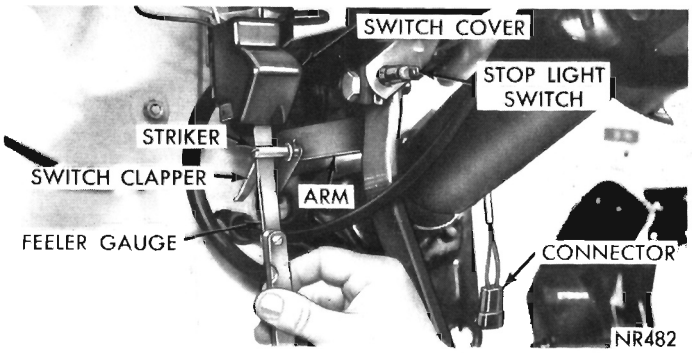
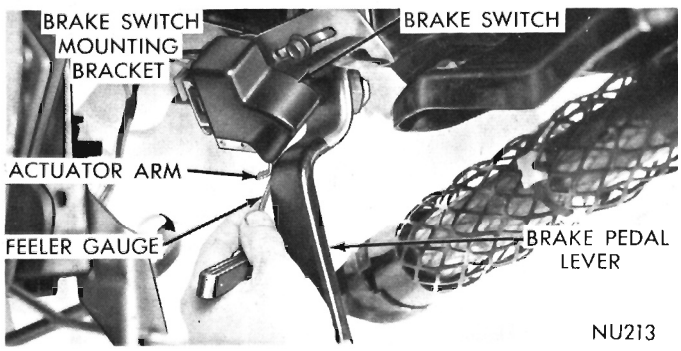

Fig. 8—Checking Clapper and Striker Pin Clearance—Belvedere and Satellite
Fig. 9—Checking Actuator Arm to Pedal Blade—Fury, VIP
(2) Turn ignition key to accessory position, depress and release turn signal lever push button and check clearance between engaged actuator arm and striker pin on brake pedal (Fig. 8), for Belvedere and Satellite models. Clearance should be .070 to .100 inch. On Fury and V.I.P. models check clearance between engaged actuator arm and brake pedal blade (Fig. 9). Clearance should be .100 inch.
(3) If clearance is not as specified in step 3, loosen striker pin or switch bracket and move, to obtain this clearance. Retighten nut securely, insuring that adjusted clearance is maintained.